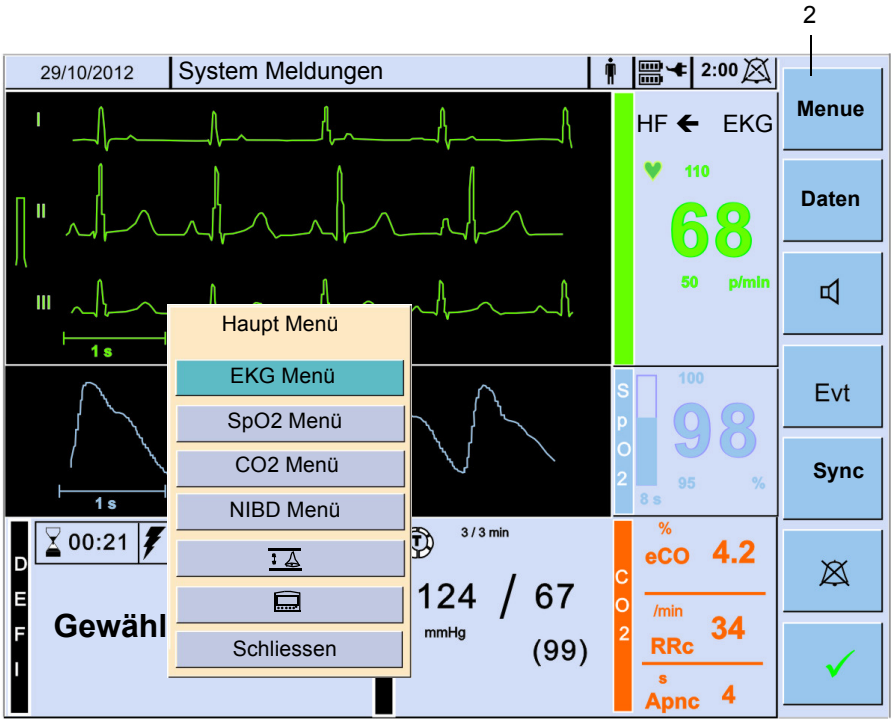

Abb. 3.6 Anzeige mit Haupt Menü
2. Mit der Funktionstaste **Menü (2)** wird das Hauptmenü geöffnet. Das Hauptmenü erscheint. (siehe Abb. 3.6)